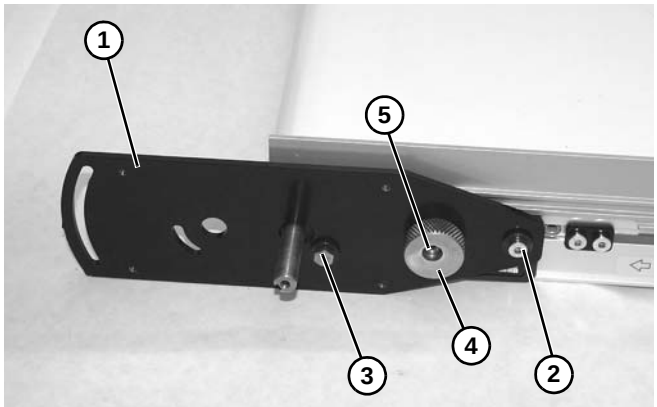

Abbildung 17
1. Slave-Antriebsplatte **(Abbildung 17, Teil 1)** auf Antriebsseite des angesteuerten Förderbands einbauen.
2. Unterlegscheibe und Schraube **(Abbildung 17, Teil 2)** einbauen. Nicht festziehen.
3. Unterlegscheibe und Schraube **(Abbildung 17, Teil 3)** einbauen. Nicht festziehen.
4. Exzenterknopf **(Abbildung 17, Teil 4)** mit Schraube **(Abbildung 17, Teil 5)** einbauen. Nicht festziehen.